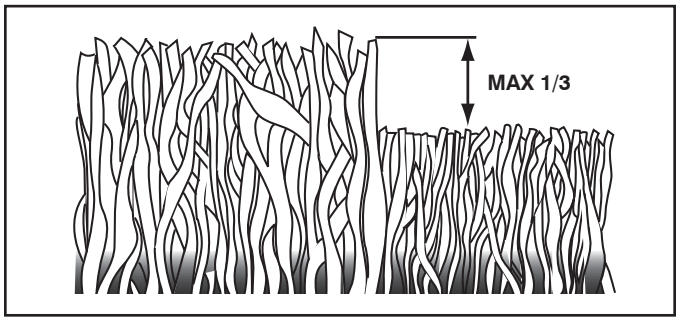

FIG. 12
- Pour les meilleurs résultats, ajustez la hauteur de coupe de la tondeuse afin que la tondeuse coupe seulement le tiers du haut de l'herbe (Voir Fig. 12). Au cas où l'herbe est très haute, il sera nécessaire d'élever la hauteur de coupe pour réduire les efforts de propulsion, pour éviter de surchauffer le moteur et pour éviter l'agglutination et l'abandon de masses d'herbe coupée. Pour les conditions de broyer de l'herbe très difficiles, réduisez la largeur de coupe en imbriquant l'allée auparavant coupée et tondez lentement.